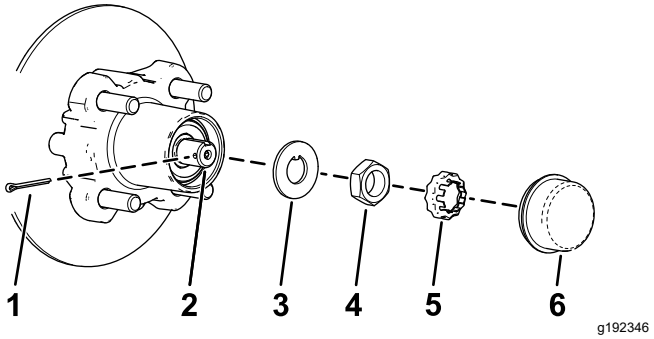
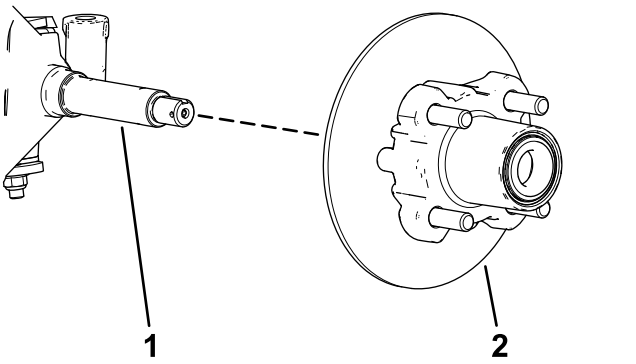

Figur 34
Figur 35
4. Fjern støvhætten fra navet (Figur 34).
5. Fjern låseclips og møtrikholder fra spindlen og spindelmøtrikken (Figur 34).
6. Fjern spindelmøtrikken fra spindlen og adskil nav- og rotorsamlingen fra spindlen (Figur 34 og Figur 35).